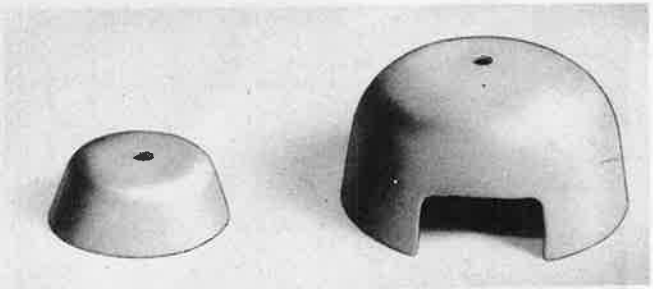

Figure 518—Tail Wheel Guards
(16) SURFACE CONTROL LOCKS.—There are five surface control locks: one for each aileron, one for each elevator, and one for rudder. Used only when surfaces are in "NEUTRAL" position, locks are applied to keep surfaces STEADY in the "NEUTRAL" position. The locks are plywood with felt padding. When not in use, locks are stowed in a canvas bag on floor of lavatory.
(17) TAIL WHEEL GUARDS. *(Figures 518 and 519.)*—Cup-like metal guards may be fitted over the tail wheel towing lugs to prevent parachutes and similar equipment from fouling on the lugs. A screw fits through center of guard into threads in middle end of each lug.
(18) BLIND FLYING HOOD.—A black rayon hood is provided to cover pilot completely and prevent visibility when flying by instrument. Attached to left side of the pilots' compartment, the hood extends across the left half of the instrument panel, between the pilot and copilot, to the bulkhead behind the pilot.
(19) CANVAS BAGS.—On some airplanes six canvas bags are carried for ballast.
(20) SMOKE GRENADES.—On late C-47B airplanes four smoke grenades (two red and two white) are stowed in a canvas bag on the left side of the navigator's compartment.
(21) FOOT STOOL.—On late C-47B airplanes a foot stool, for use in connection with the navigator's astrodome, is stowed on the right-hand side of the baggage compartment.
(22) CIRCUIT WIRING DIAGRAM BOOK.—On late C-47B airplanes a system wiring diagram book is stowed in the Data Case on the bulkhead at station 177½.